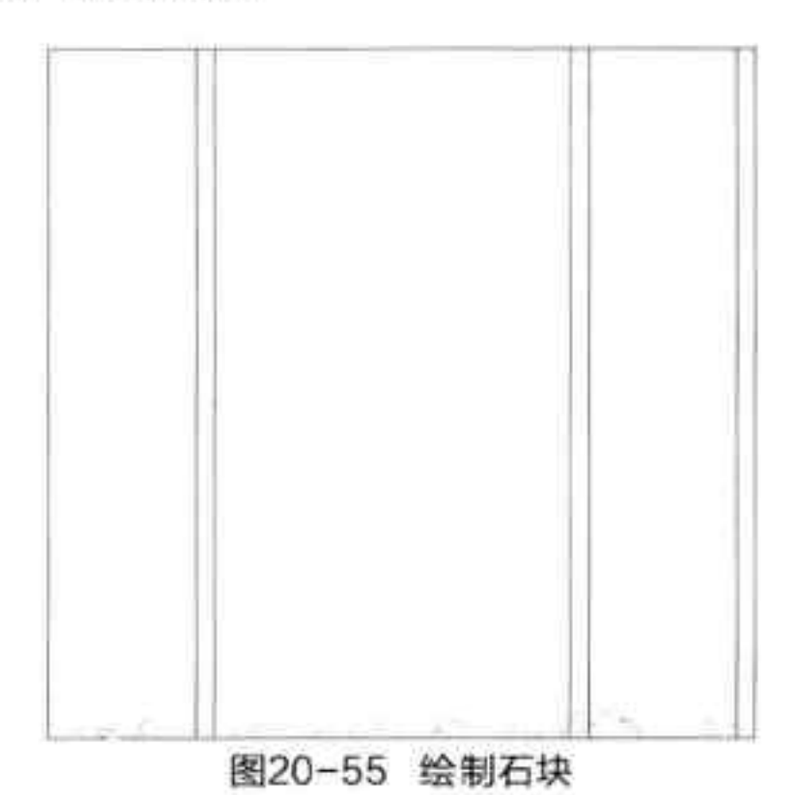

图20-55 绘制石块
Step 05 执行“多段线”命令，绘制石块轮廓，如图 20-55 所示。